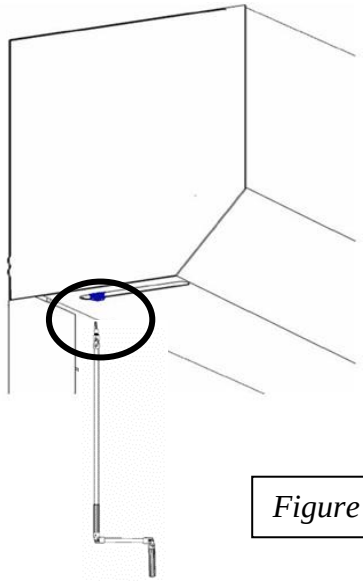

Figure 3
- Vous disposez d'une sortie de secours dans laquelle vous pouvez engager la manivelle de secours, tige fixée au moteur (*Figure 3*)